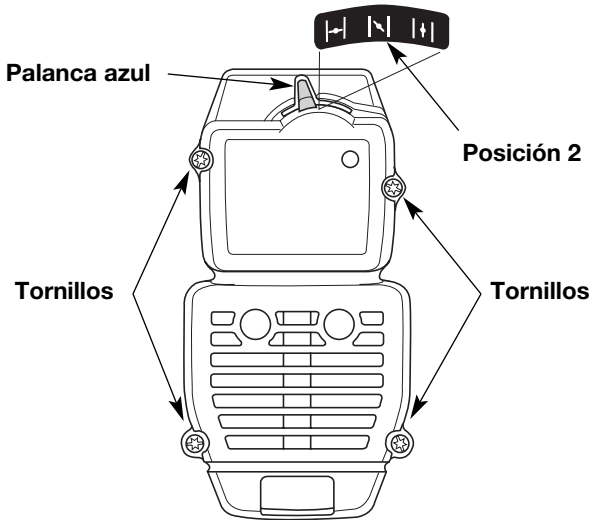

Fig. 21
NOTA: La palanca azul debe estar en Posición 2 (Fig. 21) para sacar la cubierta del silenciador / filtro de aire.
2. Saque los cuatro (4) tornillos que sostienen la cubierta del silenciador / filtro de aire (Fig. 21). Use un destornillador de broca Torx N° T20.
2. Inserte los cuatro (4) tornillos en los orificios de la cubierta del silenciador / filtro de aire (Fig. 21) y ajústelos. **No los ajuste demasiado.**